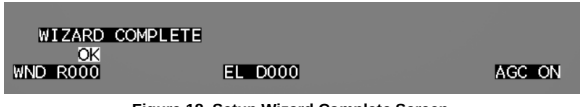
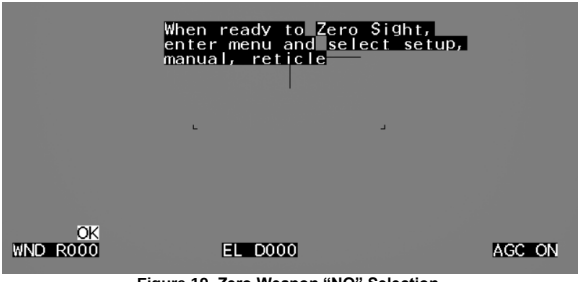

Figure 18. Setup Wizard Complete Screen.
Figure 19. Zero Weapon “NO” Selection.
4. Done with Zero Sight Operation – If the operator is ready and has completed zero operations, select “DONE” and the user preference will be saved. The operator will then be taken to the “WIZARD COMPLETE” menu. Selecting “OK” will exit the Setup Wizard menu as shown in (Figure 18).
h. Ready to Zero Sight – If the operator is ready to zero their weapon, selecting "YES" will save all previous selections and the operator will be presented Windage and Elevation adjustments for their chosen weapon reticle shown in Figures 14 -17. If a Day Optic was selected in the previous selection, proceed to Step j. "Zero Weapon" (Figure 19). Allows operator to move the reticle in windage and elevation using the LEFT and RIGHT buttons on the menu keypad.
- A reticle adjustment in WFOV equals an indicated change of three (3) units in WND or EL on the display.
- A reticle adjustment in NFOV equals an indicated change of one (1) unit in WND or EL on the display.
i. Done with Zero Sight Operation – If the operator is ready and has completed zero operations, select “DONE” and the user preference will be saved. The operator will then be taken to the “WIZARD COMPLETE” menu. Selecting “OK” will exit the Setup Wizard menu as shown in Figure 18.
j. Zero Weapon: NO – Before zeroing operations when “NO” is selected all accumulated settings will be saved and the user will be directed to exit the Setup Wizard by selecting “OK” as shown in Figure 18. The user will then be directed to Zero Sight, and enter menu and select setup, manual, reticle as shown in Figure 19.